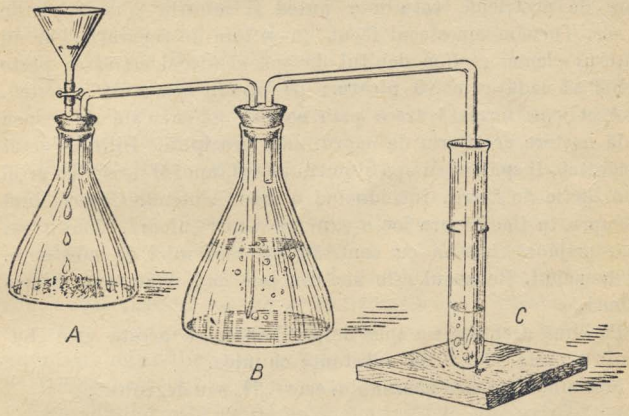

Fig. 77. O instalație pentru prepararea acetilenei.
Într-un balon Erlenmayer (fig. 77-A) punem cîteva bucățele de carbid. Gura balonului o astupăm cu un dop prin care trecem o pîlnie de separație și un tub de sticlă îndoit de două ori în unghi drept, care intră în alt balon (B) umplut pe trei